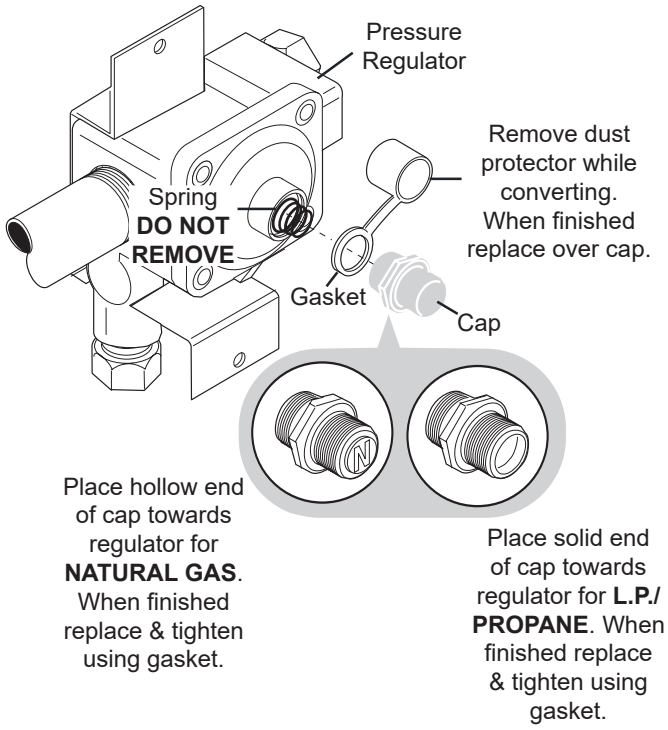
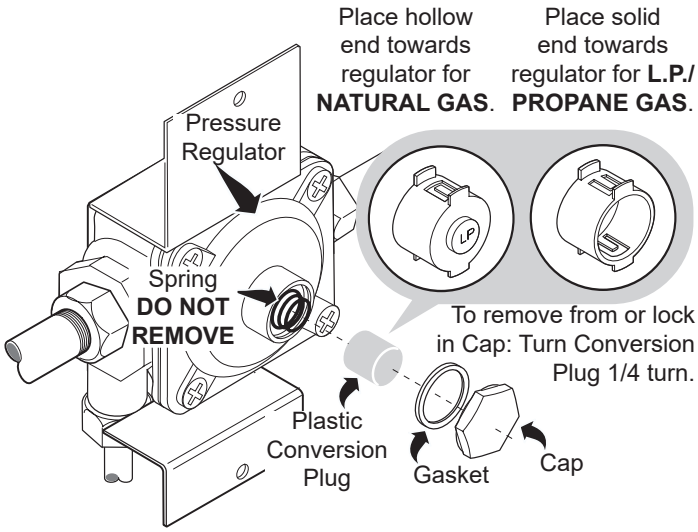

Figure 2
Figure 3
b. Remove the dust protector from the cap (some models - see Figure 2).
e. Follow the remaining conversion instructions depending on your pressure regulator style provided in Figure 2 and Figure 3.